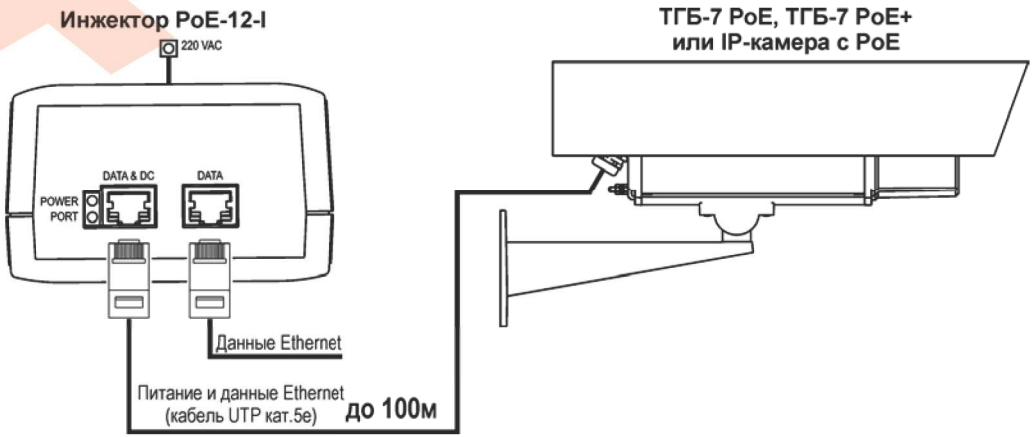

Рис.2 Схема подключения инжектора PoE-12-I
1. Подключите коммутатор (hub/switch) стандартным сетевым кабелем к разъему **«Data»** инжектора PoE-12-I (см. рис. 2).